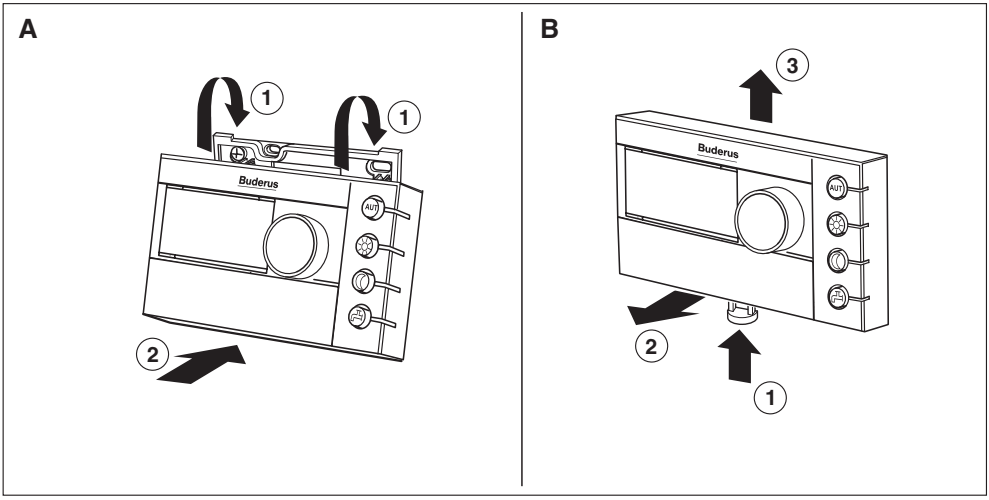

Bild 4 Bedieneinheit einhängen (links) oder abnehmen (rechts)
- Bedieneinheit oben in die Montageplatte in Pfeilrichtung einhängen (Bild 4, **A1**).
- Bedieneinheit unten in Pfeilrichtung gegen die Montageplatte drücken, bis diese einrastet (Bild 4, **A2**).
- Knopf auf der Unterseite der Montageplatte in Pfeilrichtung drücken (Bild 4, **B1**) und gleichzeitig die Bedieneinheit nach vorne ziehen (Bild 4, **B2**).
- Bedieneinheit nach oben abnehmen (Bild 4, **B3**).